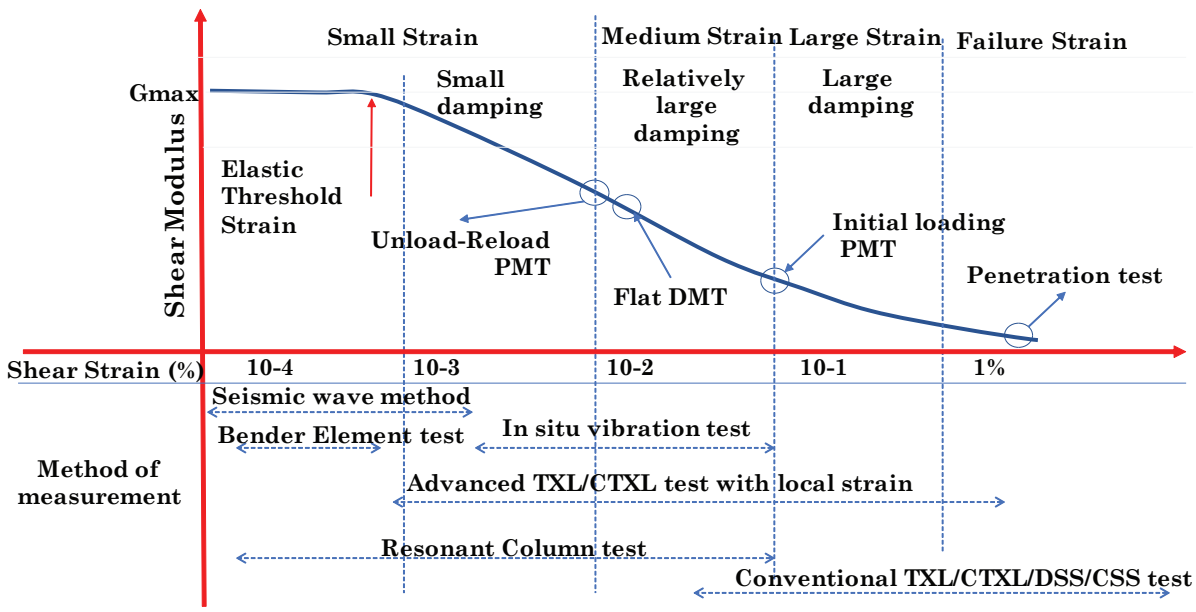

Figure 4: Nonlinear behaviour of geomaterials
• Soil and rocks exhibit strong non-linear stress strain behaviour (Figure 4), however this has been ignored in conventional testing due to the apparatus limitation. Only advanced laboratory testing can fully address the issue.